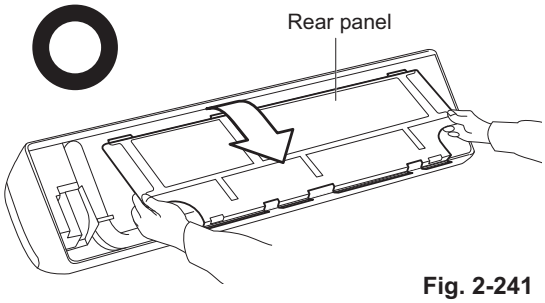

Fig. 2-241
(3) Remove the rear panel by grasping the sections shown in Fig. 2-241 and pulling it in the direction shown by the arrow.